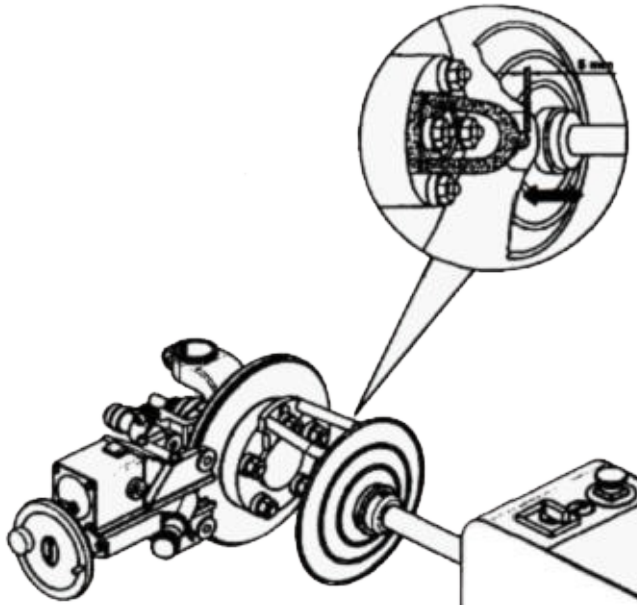

Рис. 43
5. Пододвиньте приводную скобу к приводному адаптеру, оставив зазор 5 мм (рис. 43). Приводная скоба должна быть направлена точно в центр переходника.